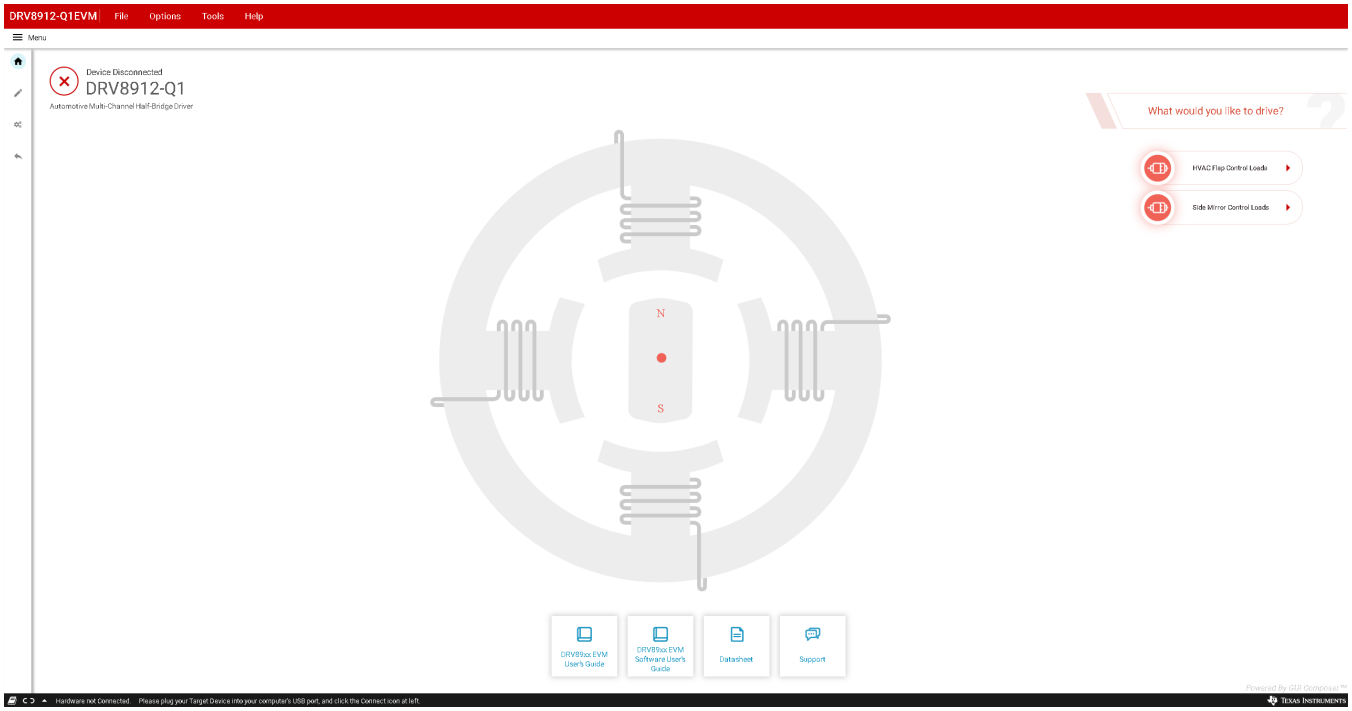

Figure 4. DRV89xx-Q1 EVM GUI (Interface after selecting DRV8912-Q1 device)
Step 5. Figure 4. shows the GUI interface after selecting device.